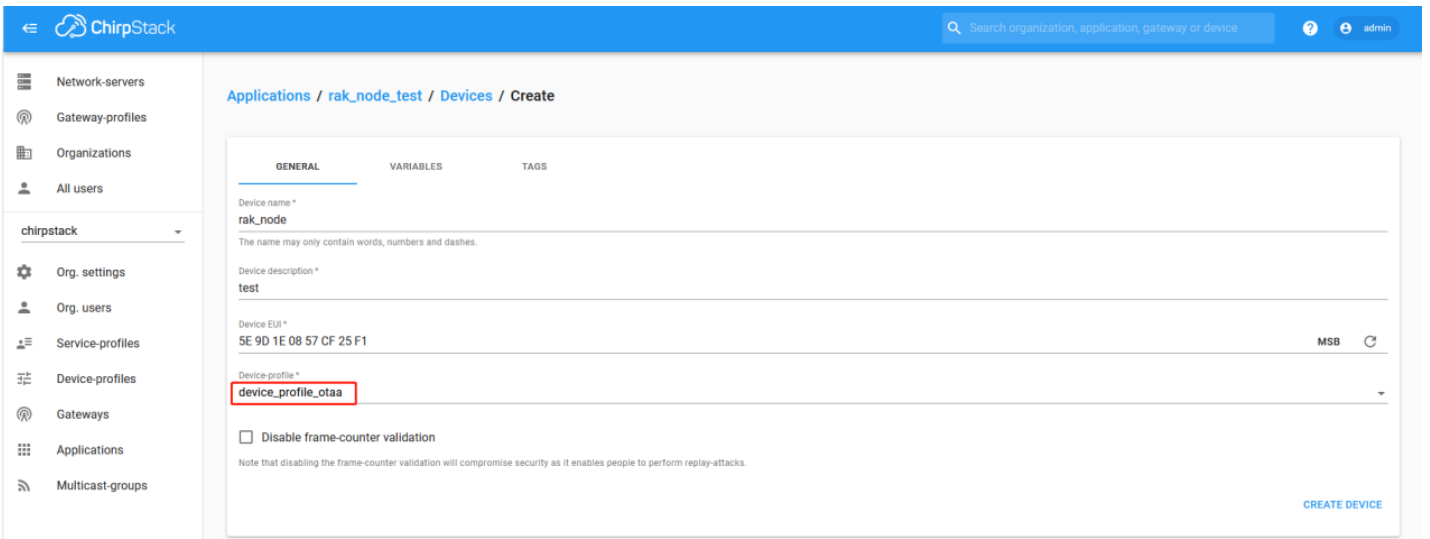

Figure 34: Chirpstack OTAA Activation
1. If you have selected "**DeviceProfile_OTAA**" as shown in Figure 34, then after the device is created, an Application Key must be also created for this device.